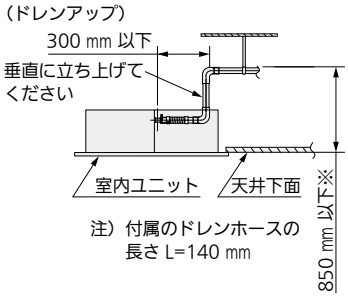

図14
- ドレン配管高さは天井下面より850 ㎜を限度として上げることができます。特性上ドレンアップ高が高いほど排水音が低くなります。このためドレンアップ配管高さは300 ㎜以上を推奨します。（※絶対に 850 ㎜より高くしないでください）（図14）